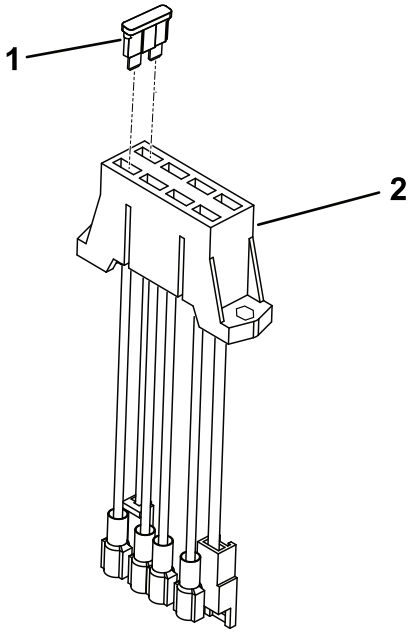

Figur 7
4. Før sikringen på 20 A inn i sporet i sikringsblokken (Figur 7).